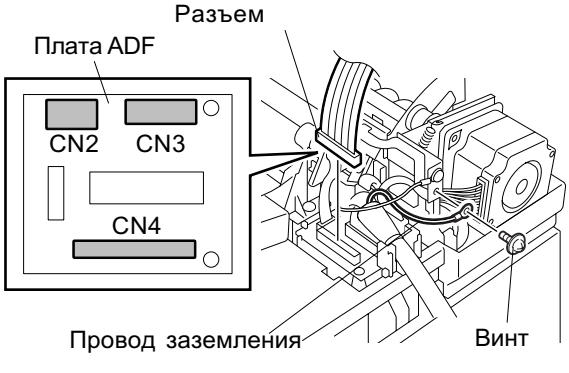

Fig. 6-19
3. Снимите направляющую подачи ADF. (смотри Fig. 6-19 и 6-20)